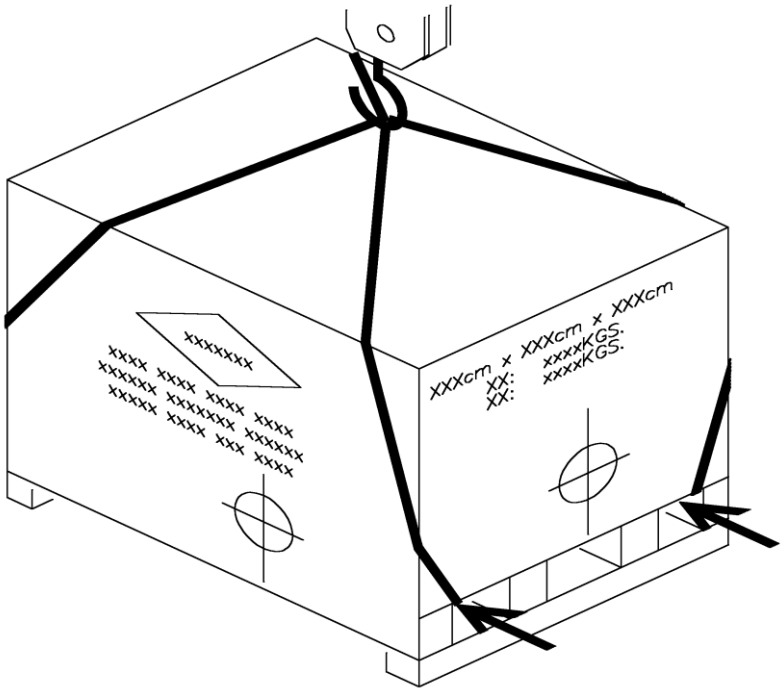

Рис. 4.1.1
(2) Грузоподъемность крана должна превышать вес брутто поднимаемого груза.
(3) Подготовьте подходящие стропы.
(4) Перепроверьте стропы перед началом подъема и перемещения груза.
(5) Разместите стропы как показано на Рис. 4.1.1.
(6) При подъеме грузчики должны держаться в отдалении от станка, не допускать появления людей под поднимаемым грузом или в опасной близости от него.
(7) Грузчики должны иметь соответствующую квалификацию и допуск к проведению работ.